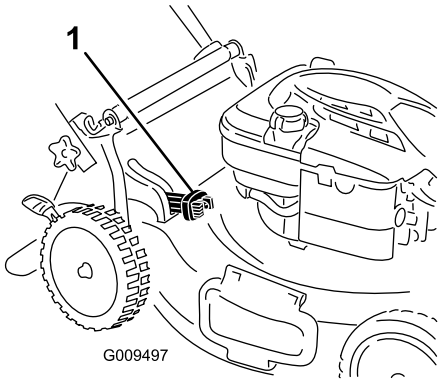

Figure 15
- Pour ramasser les déchets d'herbe et de feuilles, appuyez sur le bouton du levier de ramassage sur demande et déplacez le levier complètement en avant jusqu'à ce que le bouton ressorte (Figure 15)